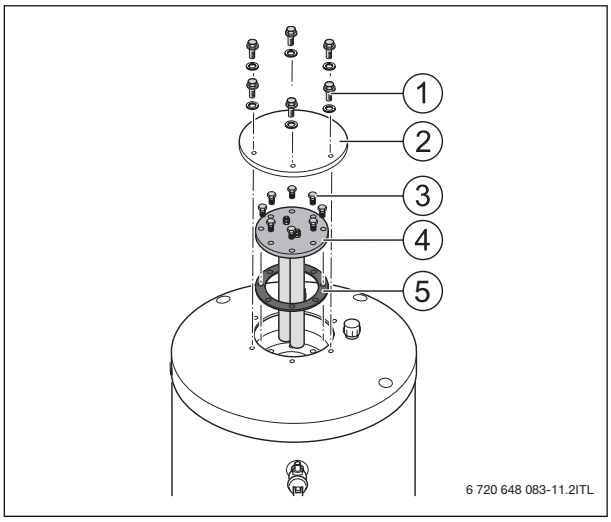

Fig. 19 Checking the magnesium anodes
- ▶ Insert new gasket (→ Fig. 19 , [5]).